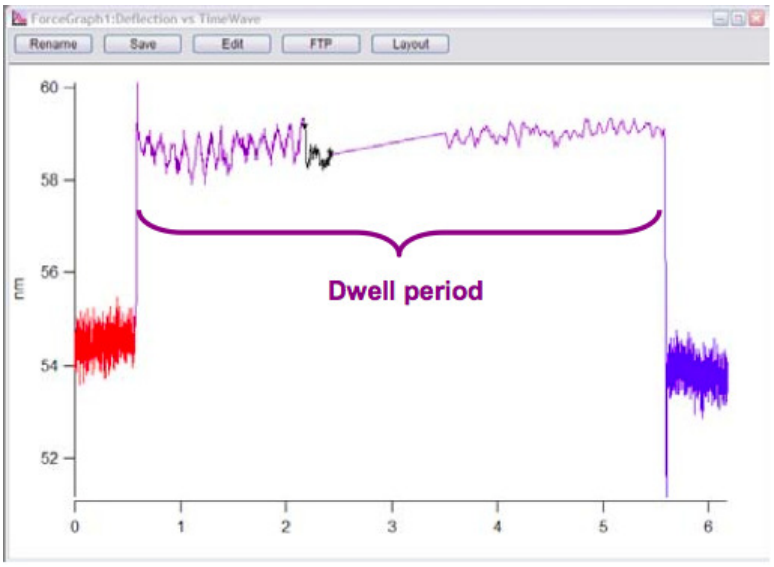

Figure 18.7.: Example of a temporal force distance curve (plotted as cantilever deflection vs. time, with a multi second Dwell towards surface.
⑤ **Dwell Time** This defines the length of Dwell. Maximum dwell time is 10 seconds. An example of a force distance curve (plotted as deflection vs. time) with a multi second dwell setting is seen in Figure 18.7 on page 238.
Always Force plot is updated as it is being collected; this will be evident by a black line that appears within the data stream in the force curve. See Figure 18.7 on page 238 for an example of this.